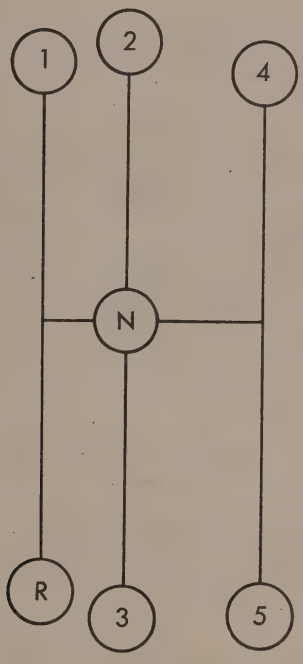

Figure 10—Shift Lever Positions
f. Gear Shifting (fig. 10). Shifting of gears in the transmission for speed changes is accomplished by the gearshift hand lever, located on the transmission to the right of the driver. The positions of the gearshift lever for the various speeds are shown in the diagram (fig. 10). The gearshift lever is equipped with a latch which prevents accidental shifting into first speed or reverse. The latch must be released by pressing down the button on top of the lever before shifting into first speed or reverse.